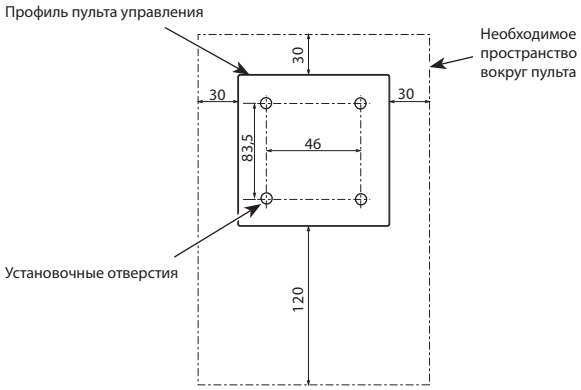

Рис. 4.2.2
1) Соблюдайте безопасные расстояния показанные на Рис. 4.2.2, независимо от места установки основного контроллера: в распределительную коробку или на стену